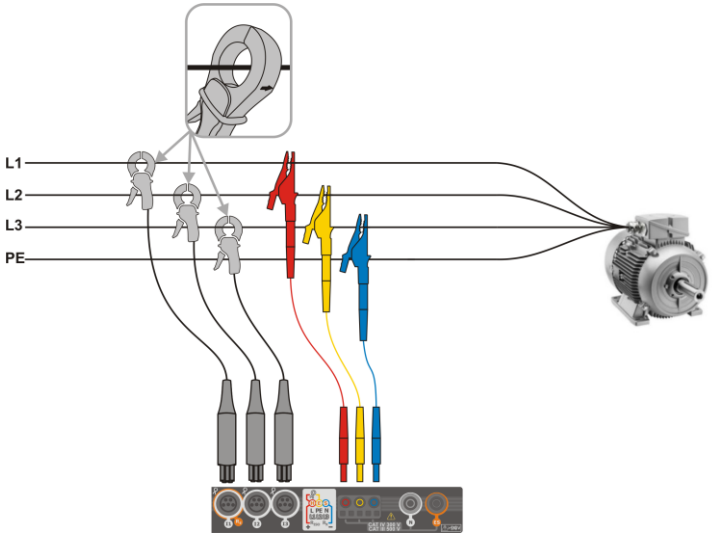
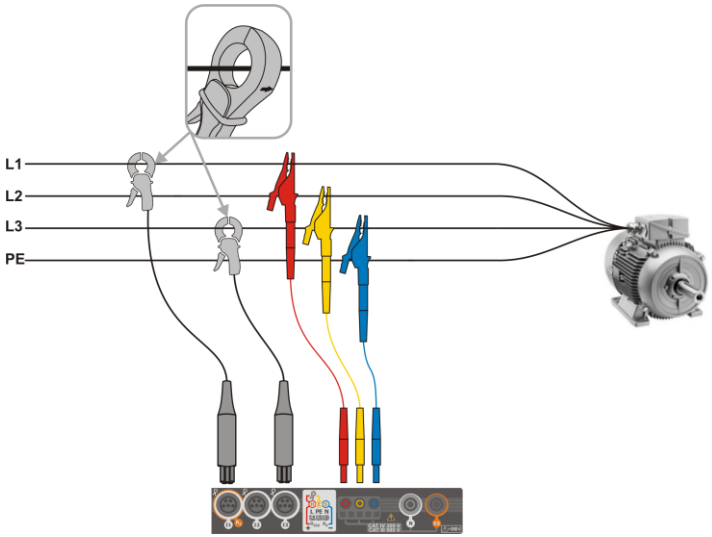

Fig. 5.6 Schema di collegamento – trifase a 3 fili
Fig. 5.7 Schema di collegamento – trifase a 3 fili (tramite metodo Aron)
- trifase a 3-fili (Fig. 5.6, Fig. 5.7).
Nei sistemi AC a tre fili (senza neutro), la corrente può essere misurata con il metodo Aron (Fig. 5.7), che utilizza 2 sole pinze per la misura delle correnti I_{L1} e I_{L3}. La corrente I_{L2} è quindi calcolata tramite la seguente formula matematica: